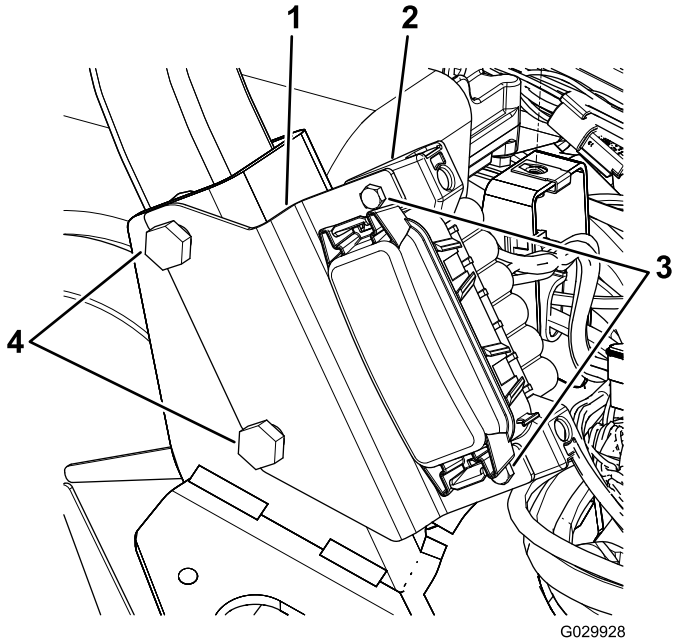

図 11
1. ROPSの右側を機体フレームに固定しているナットとボルト各2をゆるめる図 11。
2. 図 11 に示すように、ヒューズブロックブラケットのスロットをボルトに整列させる。
4. ねじ2本で、ヒューズブロックをブラケットに固定する図 11。